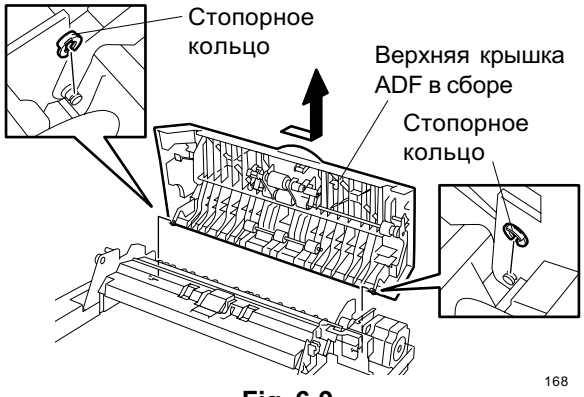

Fig. 6-9
2. Снимите верхнюю крышку ADF. (смотри Fig. 6-9)
2. Снимите верхнюю крышку ADF в сборе. (смотри Fig. 6-9)